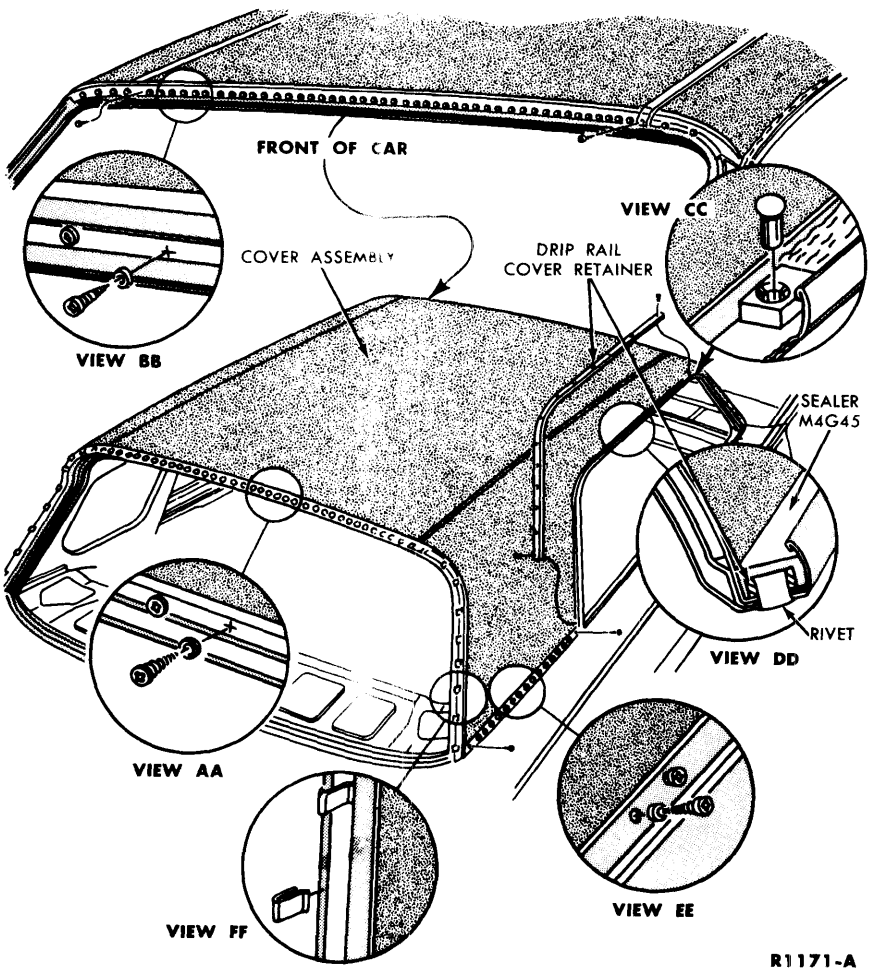

FIG. 70—Top Cover Installation
7. To remove the right and left hand drip rail cover retainers, first center-punch the peened rivet heads from the underside of the drip rails. Use a 3/16 inch drill and carefully drill out only the peened head of each rivet (Fig. 70—View DD). Use a small diameter punch to drive out the remaining portion of each rivet, but do not enlarge the rivet holes.
8. Remove the roof to quarter panel cover retaining screws (Fig. 70).
9. Remove the trim clips, drive nails and/or screws from the rear window flange (Fig. 70—Views AA and FF).
3. Using the existing holes in the header, secure the cover to the header with 6-32 x 3/8 inch pan head self-tapping screws and 0.156 ID x 0.375 OD flat washers (Fig. 70). After the cover has been secured,
4. Secure the cover at the belt line using the existing holes with 6-32 x 3/8 inch pan head self-tapping screws and 0.156 ID x 0.375 OD x 1/16 inch flat washers (Fig. 70). After the cover has been secured, trim off any excess cover material.
5. The cover has to be secured at the back window pinchweld flange with 6-32 x 3/8 inch pan head self-tapping screws and 0.156 ID x 0.375 OD x 1/16 inch flat washers (Fig. 70).
6. Secure the cover to the sides of the back window pinchweld flange with (18) trim clips. Position the clips approximately 1-1/2 inches apart at the side of the pinchweld and 1 inch apart at the top (Fig. 70).
8. Install the drip rail cover retainers with 1/8 x 11/32 inch flat countersunk head aluminum rivets (Fig. 70).
9. Apply the proper sealer over the entire surface of the drip rail retainers (Fig. 70).